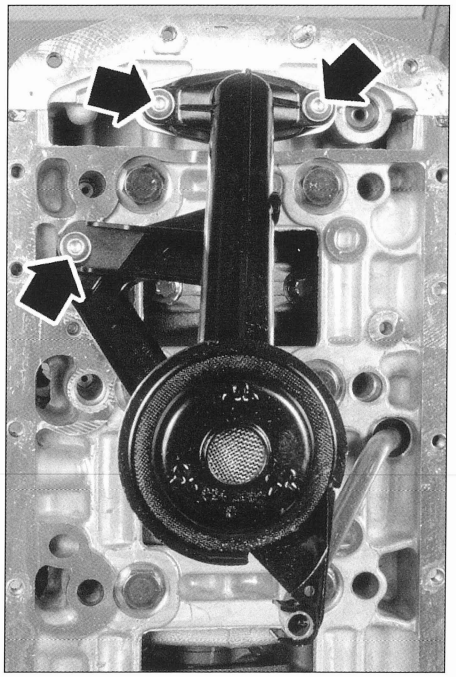

FIG. 16
- los tornillos de fijación del filtro **(fig. 16).**